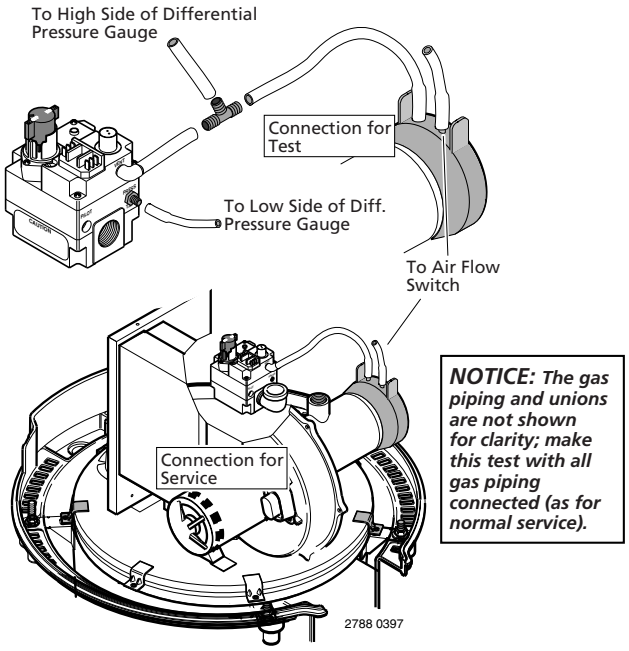

FIGURE 21: Connect Gas Valve to End Cap Air Orifice
The combination gas valve incorporates dual shut-off valves and a negative-pressure regulator. For proper operation, the regulated pressure at the outlet manifold of the valve must be 0.2” (0.5cm) wc below the reference pressure at the blower mixer inlet, and the gas valve ‘VENT’ tap must be connected to the endcap air orifice as shown in Figure 21 (above).
4. Disconnect the tube from the Gas Valve ‘VENT’ port. Connect it to a tube with a tee running to the high side of a differential pressure gauge and to the blower’s air orifice grille (See Figure 21, above).